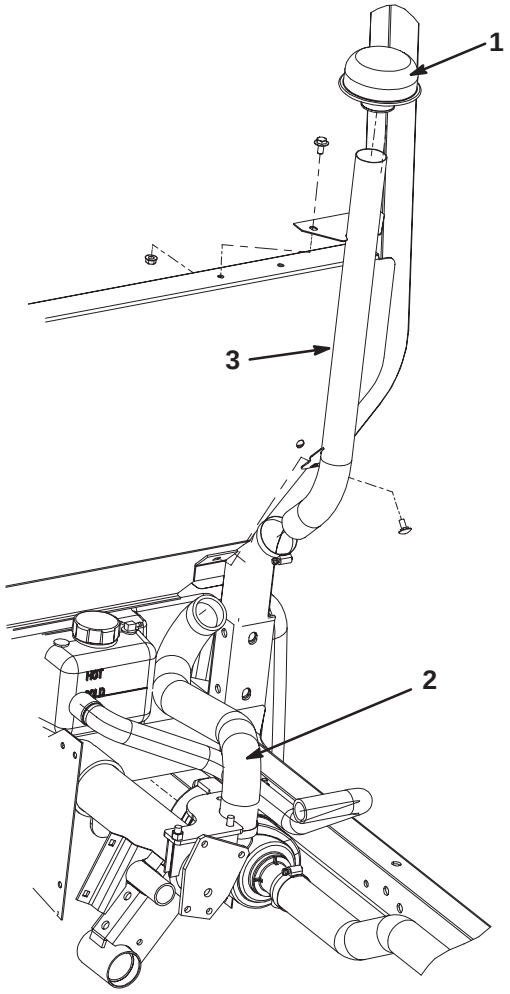

Figure 4
8. Loosely mount the lower bracket of the high air intake tube to the ROPS cover and ROPS with the 5/16 carriage bolt and nut previously removed (Fig. 4).
9. Loosely mount the upper bracket of the high air intake tube to the ROPS cover with (2) 5/16 flange head screws and nuts (Fig. 4).
10. Mount the rear end of the air intake hose to the air cleaner with one of the hose clamps previously removed (Fig. 4).
12. Install the inlet hood to the high air intake tube by gently tapping it on (Fig. 4).